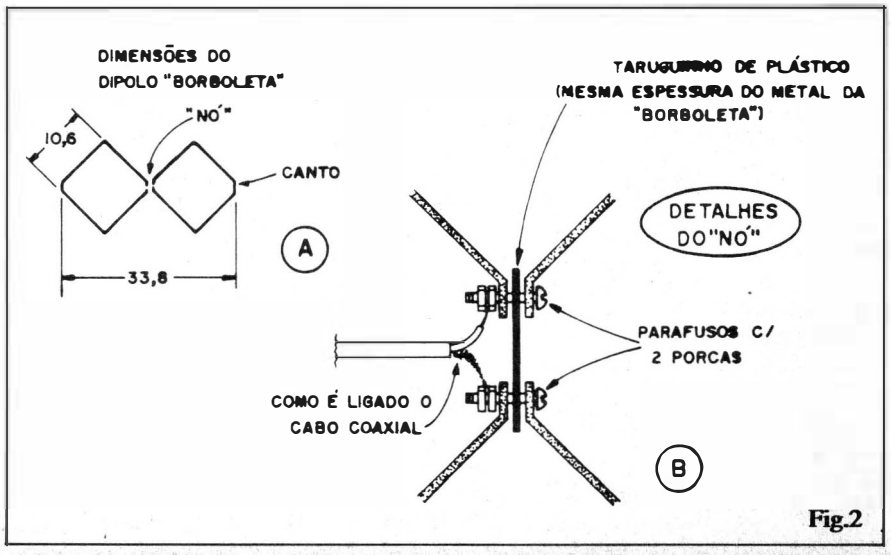
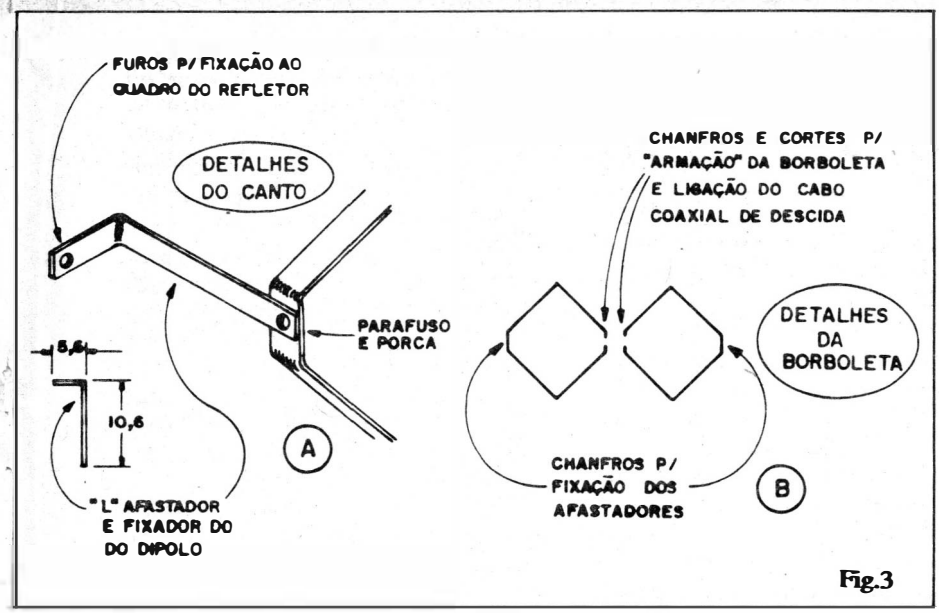

Fig.2
Fig.3
- **FIG. 2** - Terminado o quadro/refletor, podemos passar à confecção do elemento **dipolo** (o real "captador" da antena...), cujo formato e dimensões gerais são mostrados em 2-A. Olhando-se de frente o conjunto, a figura assemelha-se a uma "gravata borboleta" formada por dois quadrados (10,6cm. de lado) alinhados pelas suas diagonais, de modo a assumir um comprimento total de 33,8 cm. Dois pontos da estrutura são fundamentais na confecção da antena: o "NÓ" (centro ou "emenda" do conjunto de quadrados) e os "CANTOS" ("pontas" laterais dos dois quadrados). A fig. 2-B mostra os detalhes do "NÓ"... Na verdade, os dois quadrados (cada um **um dipolo**, conforme explicaremos mais adiante...) devem ser separados por um taruguinho isolador (plástico, vidro, cerâmica, etc.) que ficará "ensanduichado" entre as arestas (chanfradas e cortadas) dos quadrados, fixando-se o ponto com dois parafusos não muito curtos (cada um com **duas** porcas, com mostra a figura). Os
dois quadrados devem ser feitos também de metal (ferro ou - melhor - alumínio...) **chato**, com largura de 1 a 1,5 cm. **UMA DICA**: para a obtenção do material, tanto do quadro/refletor quanto da "borboleta", uma fonte prática são as oficinas que confeccionam e instalam "boxes" de banheiro, e que lidam com diversos perfis de alumínio (a nossa antena poderá ser feita com alguns simples "retalhos" ou sobras sem utilidades, do material normalmente usado em tais oficinas - "de repente" o Leitor pode obter o material até "no peito", com uma boa conversa...). Ainda na fig. 2-B antecipamos o método usado para conexão do **cabo de descida** (coaxial - 75ohms) da antena, cujas ligações serão feitas entre as porcas de "fixação" e as "extras" de cada um dos dois parafusos que estruturam o "NÓ" da antena...
- **FIG. 3** - Reportando-nos aos detalhes da fig. 2, mostramos agora outro ponto importante: como é feito o acabamento dos cantos da "borboleta" e sua fixações aos afastadores (que servem para dimensionar a distância da "borboleta" ao quadro/refletor, e também para prendê-la a este...). Esses afastadores (fig. 3-A) devem ser feitos com o mesmo metal **chato** (ferro ou alumínio) usado na formatação da "borboleta" (1 a 1,5 cm. de largura, qualquer espessura...), determinando um "L" com medidas de 10,6 cm. (no maior "braço") e 5,6 cm. (no menor "braço"...). Furos devem ser feitos nas duas extremidades do "L", para fixação por parafusos e porcas: o "braço" maior tem sua extremidade livre presa ao "canto" externo da borboleta" (um pequeno chanfro facilitará essa fixação, desde que não altere muito o dimensionamento geral da "borboleta"). Os "braços" menores dos dois "L" devem ficar voltados para fora (serão usados para fixação - veremos isso adiante - às laterais do quadro/refletor da antena). Em 3-B vemos detalhes de conformação da "borboleta", já com todos os chanfros e cortes claramente indicados.